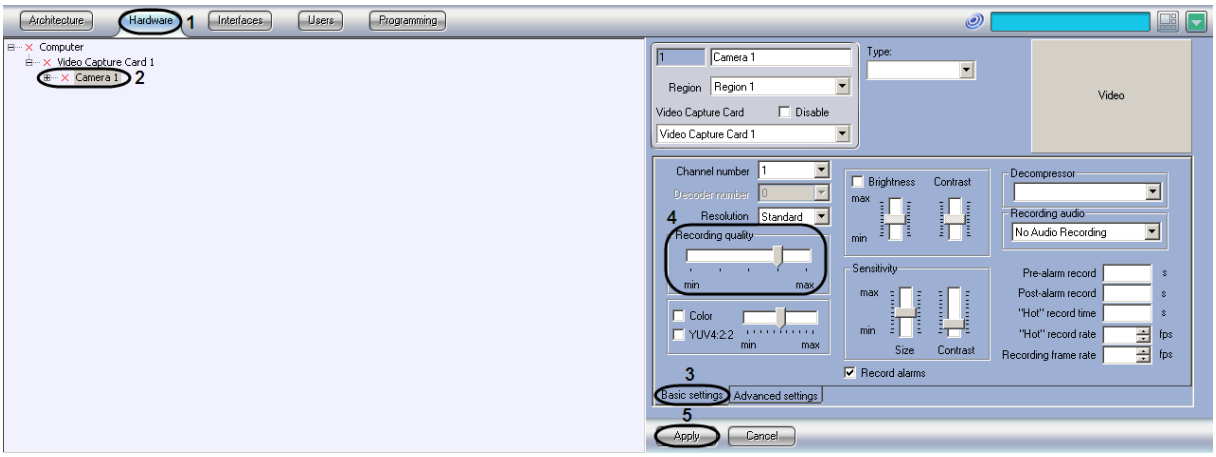

Figure 8.4-21 Configuring video compression
1. Go to the “Hardware” tab in the “System settings” dialog box (Figure 8.4-21, 1).
2. Select the “Camera” object, created before, corresponding to the camera to be adjusted, in the objects tree of the “Hardware” tab (Figure 8.4-21, 2). The settings panel for the selected object is displayed on the right of the “Hardware” tab.
3. Go to the “Basic settings” tab on the settings panel of the “Camera” object (Figure 8.4-21, 3).
4. If it is necessary to improve the video quality, move the “Quality” slider to the “Max” (Figure 8.4-21, 4).
5. Click the “Apply” button (Figure 8.4-21, 5).